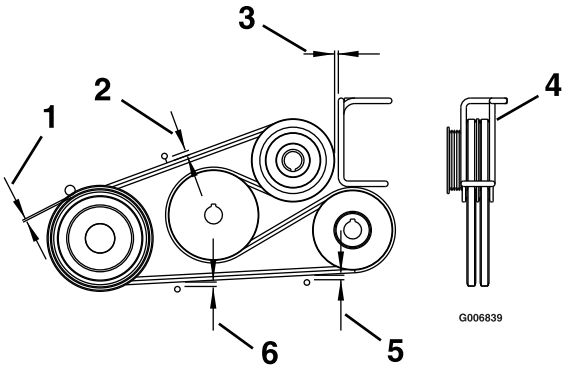

Figur 60
4. Juster remførerne, som vist i Figur 60.